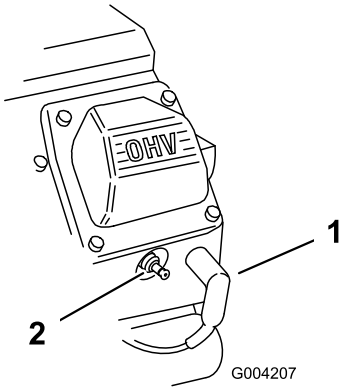

**Rysunek 49**
2. Odłącz przewody od świec zapłonowych (Rysunek 49).
3. Podłącz przewody do świec zapłonowych (Rysunek 49).